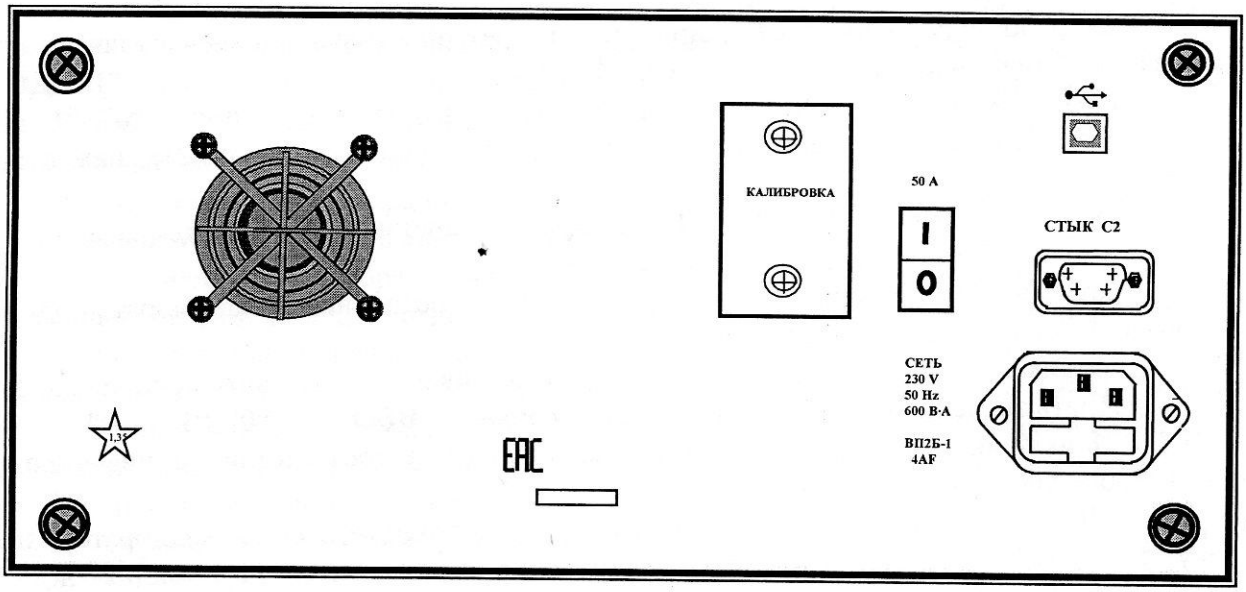

Рисунок 2.2 – Схема расположения органов управления и подключения на задней панели калибратора Н4-201
2.3.5 На задней панели калибратора (рисунок 2.2) расположены органы управления и подключения, обозначение и значение которых приведены в таблице 2.2